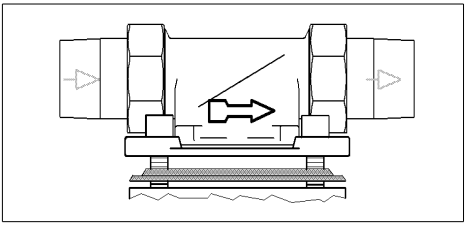

Abb. 1: Einbaudrehflansch
- Fließrichtung (siehe Abb. 1)